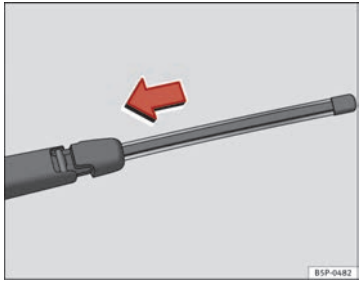

Abb. 173 Heckwischerblatt einsetzen
– Halten Sie das Wischerblatt wie in ⇒Abb. 173 angezeigt fest und schieben Sie den Adapter so lange, bis er einrastet.